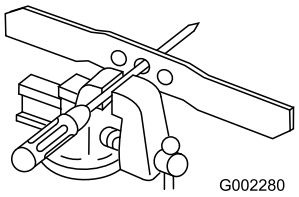

Figura 31
1. Verificate il bilanciamento della lama collocando il foro centrale della lama su un chiodo o sul codolo di un cacciavite serrato orizzontalmente in una morsa (Figura 31).